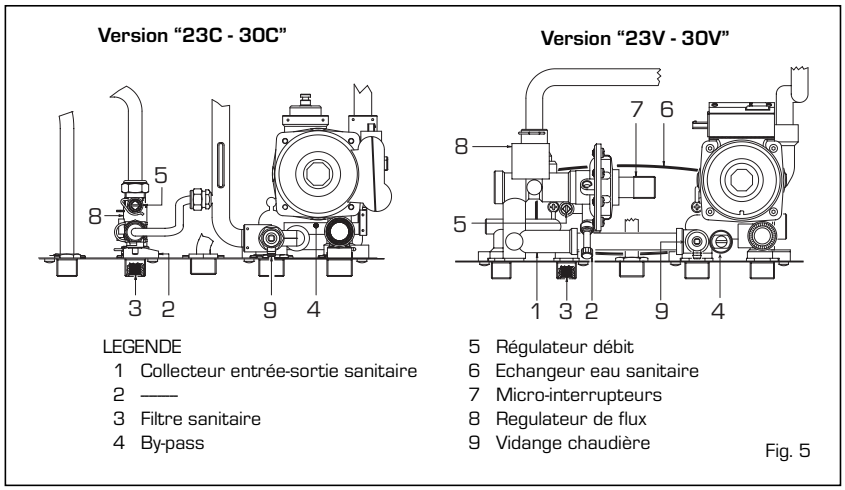

Fig. 5
2.5.1 Vidange du système (fig. 5)